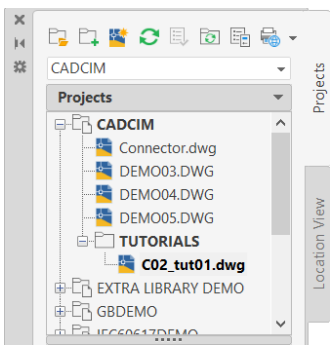

Figure 2-70 *The C02_tut01.dwg moved to the TUTORIALS subfolder*
3. Drag and drop the *C02_tut01.dwg* drawing created in Tutorial 1 on the *TUTORIALS* subfolder; the *C02_tut01.dwg* drawing is moved to the *TUTORIALS* subfolder, refer to Figure 2-70.